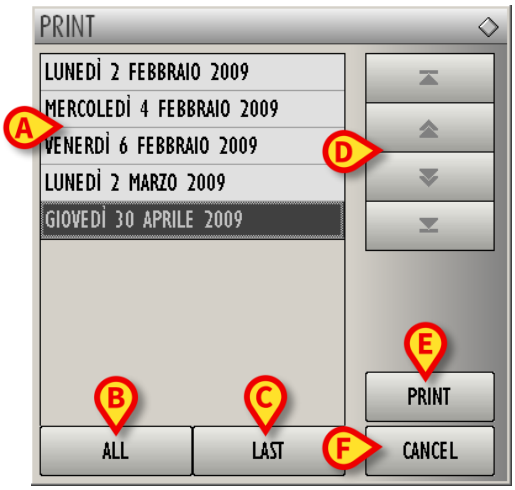

Fig 105 - Day selection
- click the **Print** button. The following window is displayed (Fig 105).
The window lists the days in which balance data were entered (Fig 105 **A**). To select a date, click the corresponding row in the list. The selected row is this way highlighted. Only the data referring to the selected day (or days) are printed. In the example shown in Fig 105 the day "Giovedì 30 Aprile 2009" is selected.
The **All** button (Fig 105 **B**) selects all the days in the list
The **Last** button (Fig 105 **C**) selects the last day in the list.
The arrow buttons on the right of the window (Fig 105 **D**) scroll the list up and down.
The **Cancel** button (Fig 105 **F**) closes the window without printing anything.
The **Print** button (Fig 105 **E**) displays a print preview. See paragraph 6.8.2 for the system's print functionalities.